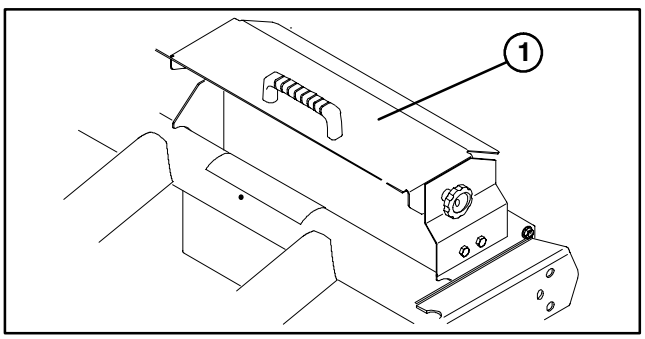

Figure 5
9. Loosen knobs securing radiator cover to radiator base and slide cover off (Fig. 5).
10. Remove (2) screws securing handle to cover and remove handle (Fig. 5).